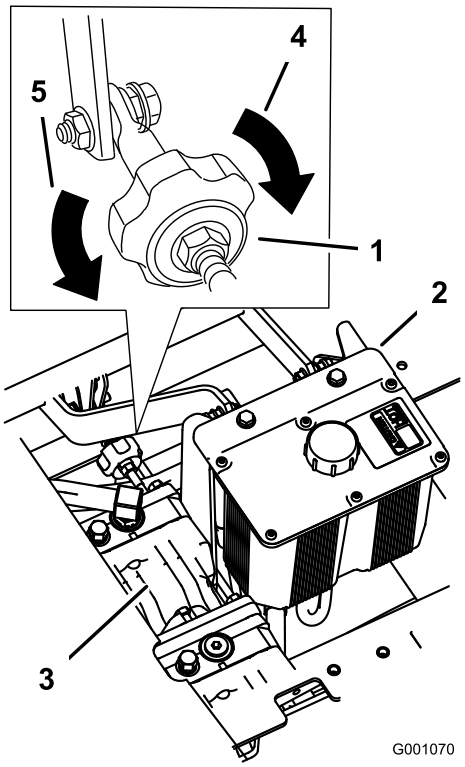

Figur 47
4. Vrid ratten mot maskinens högra sida för att få maskinen att gå åt höger. Se Figur 47.
5. Vrid ratten mot maskinens vänstra sida för att få maskinen att gå åt vänster. Se Figur 47.